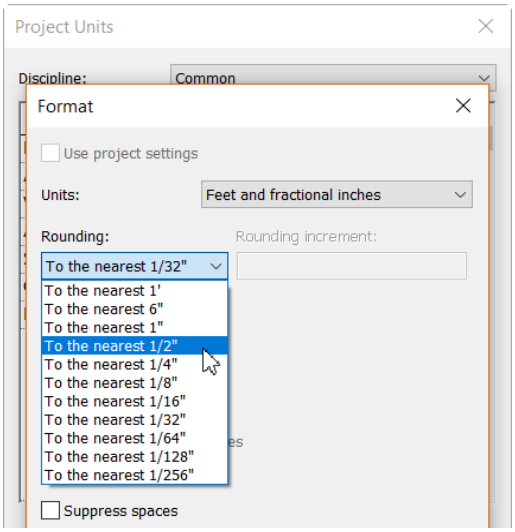

Figure 2-37 *Selecting the **To the nearest 1/2”** option in the **Format** dialog box*
4. Click on the **Rounding** drop-down list in this dialog box and select the required option, as shown in Figure 2-37.